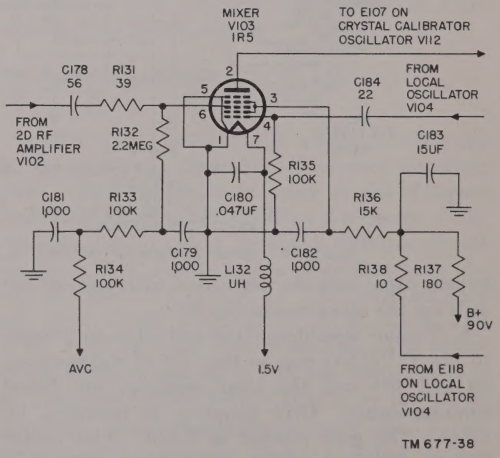

Figure 38. Radio Receiver R–395/PRD–1, functional diagram of mixer.
c. The output of V104 is coupled to the first control grid (pin 4) of the mixer (V103) through capacitor C184 (fig. 38). On bands 1, 3, 4, 5, 6, and 7, the frequency output of the local oscillator is 455 kc higher than that of the rf signal. On band 2, the frequency output of the local oscillator is 1,610 kc higher than that of the rf signal.
(fig. 38)